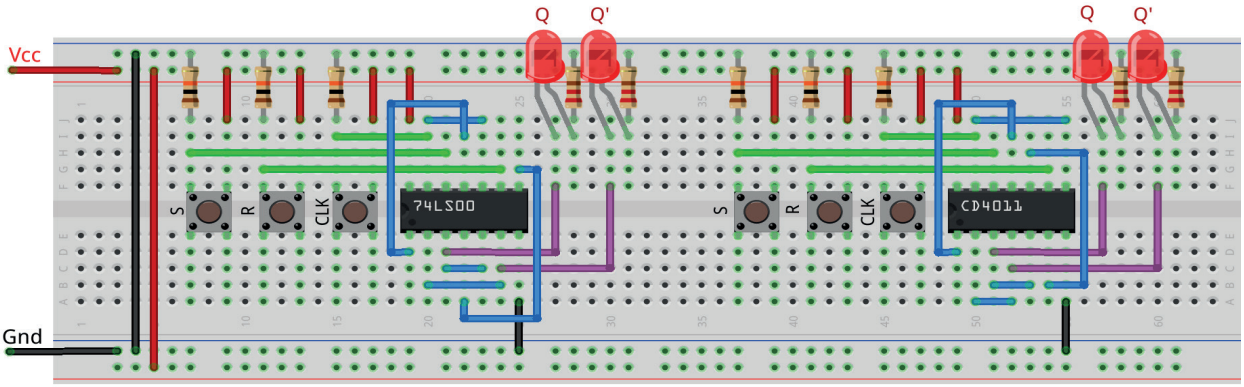

Figura 9.12 – Disposição dos componentes na placa de montagem.
1. Monte o circuito na placa de montagem, conforme figura 9.12.